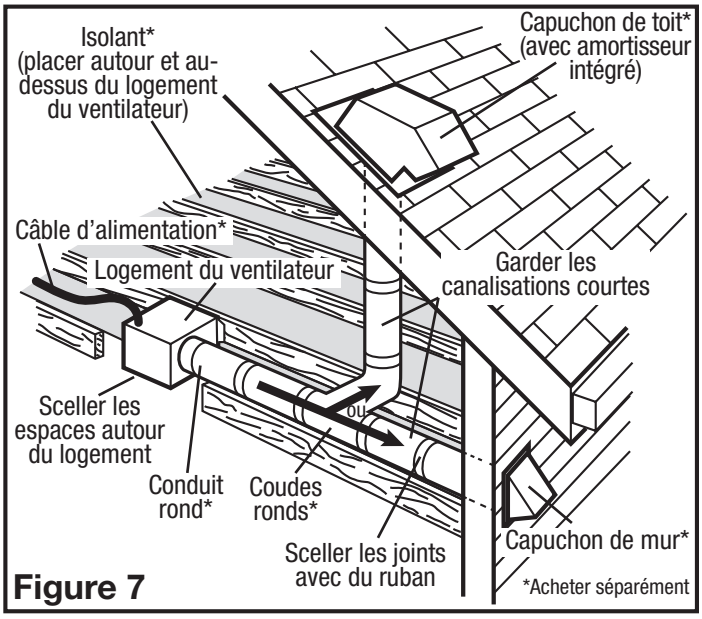

Figure 7
2. Assurez-vous que les joints des conduits et les pénétrations extérieures sont scellés avec du mastic ou tout autre matériau similaire pour créer un passage d'air étanche afin de minimiser la perte ou le gain de chaleur et réduire le risque de condensation. Placez / enveloppez l'isolant autour du conduit et / ou ventilateur afin de minimiser la possibilité d'accumulation de condensation à l'intérieur du conduit, ainsi que la perte ou le gain de chaleur **(Figure 7).**